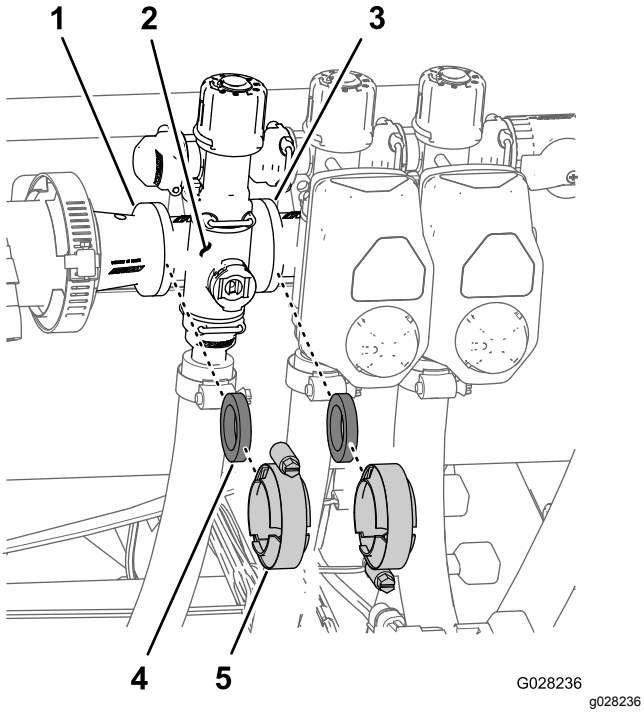

Figur 68
1. Ta bort klämmor och packningar som fäster sektionsventilens grenrör (Figur 68) på sektionsventilen intill (om det är vänster sektionsventil) och reducerkopplingen.